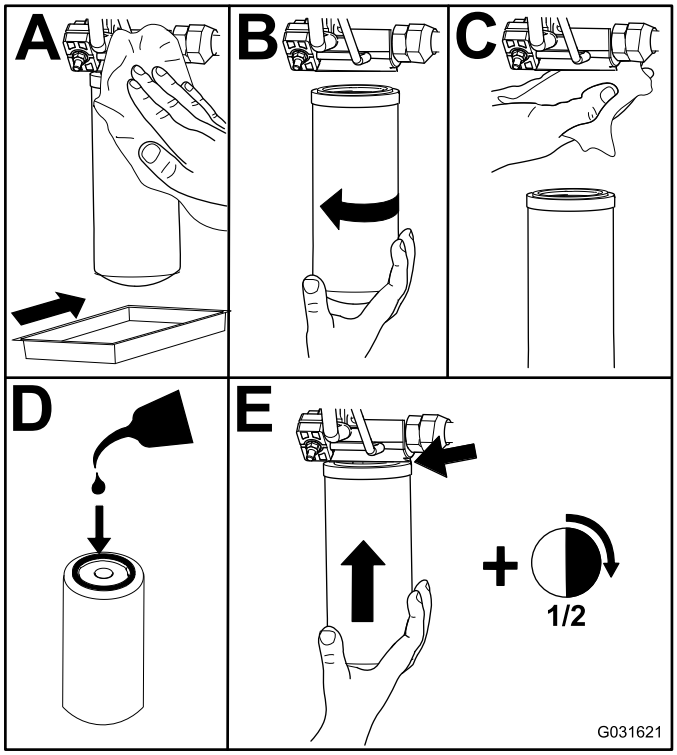

Figur 77
2. Byt ut hydraulfiltren (Figur 77).